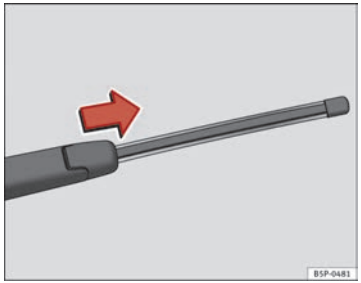

Fig. 131 Removing the rear window wiper blade
– Lift the wiper arm away from the glass ⇒ Fig. 131.
– Slide the blade adapter in the direction of the arrow and remove the blade ⇒ Fig. 131.